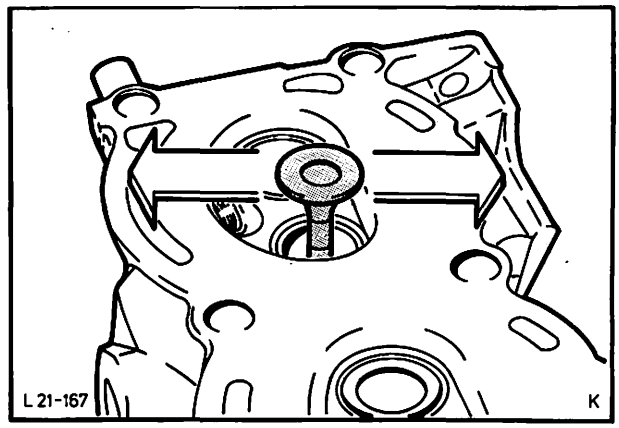

Abb. 242 Ventilführungsspiel durch seitliches Drücken ermitteln, „C"-Motor
1. Altes Ventil in Ventilführung stecken und Spiel durch seitliches Drücken ermitteln, Abb. 242.